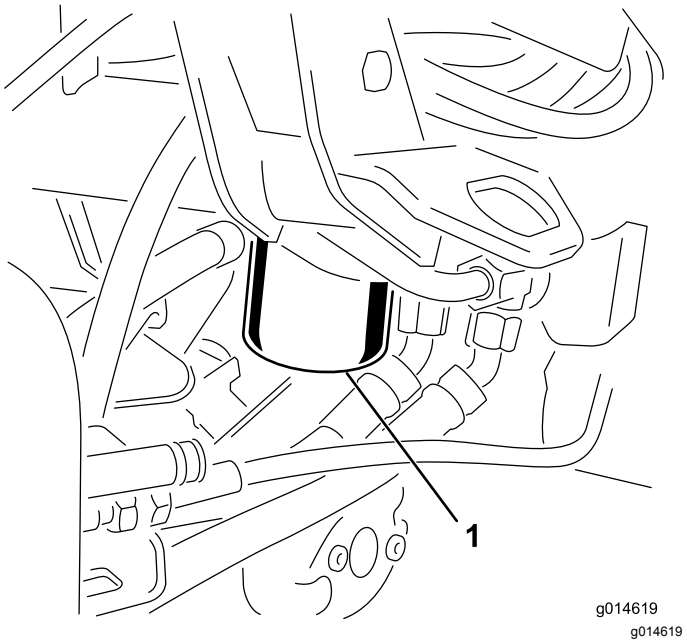

Figur 41
1. Rengjør området rundt der filteret skal festes (Figur 41). Plasser et tappefat under filteret, og ta ut filteret.